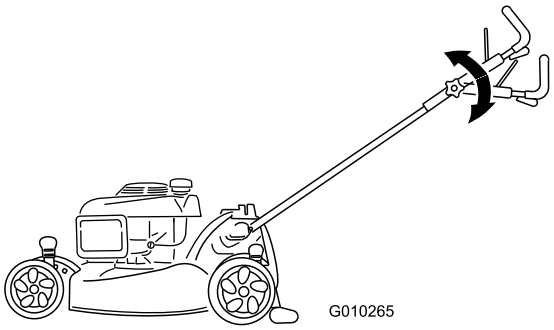

Figur 16
2. Flytt det øvre håndtaket til ønsket stilling (Figur 16).